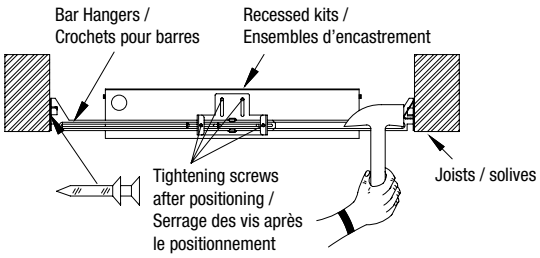

Fig. 12
5. Adjust height of recessed kits vertically using adjusting slots and then tightening all screws on adjusting slots and bar hanger bracket to secure adjusting bracket and bar hangers (see Fig.12).
5. Réglez la hauteur verticale des ensembles encastrés à l'aide des fentes de réglage, puis serrez toutes les vis des fentes de réglage et du support de barre afin de fixer le support de réglage et les supports de barre (voir fig. 12).